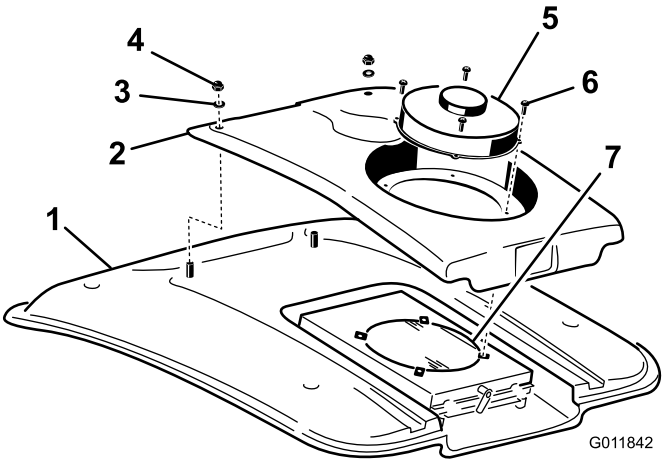

Figur 73
2. Fjern de fire skruene som fester viften og kondensatordekslet til viftemonteringen (Figur 73).
4. Fjern de to mutterne og skivene som fester forsiden av kondensatordekselet til førerhustaket (Figur 73).
8. Rengjør klimaanleggskondensatoren grundig med trykkluft (Figur 73).